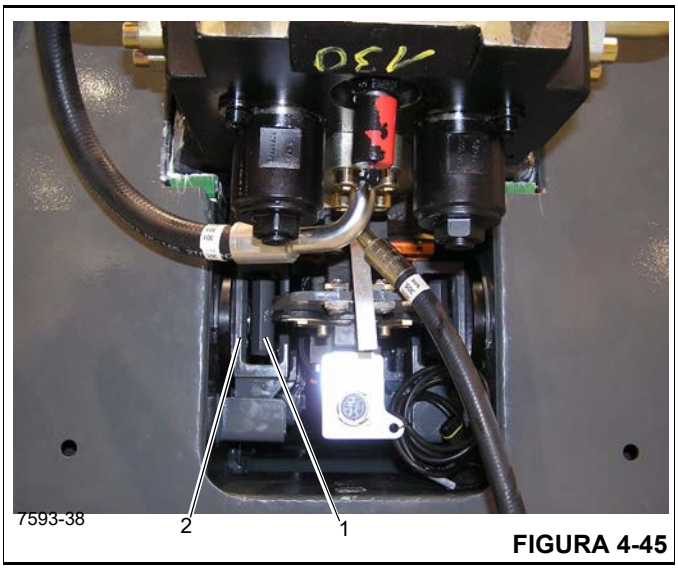

FIGURA 4-45
**NOTA:** As articulações (1) (Figura 4-45) nas extremidades dos braços da borboleta se ajustam dentro das braçadeiras em C (2) sem tocar nenhum lado.